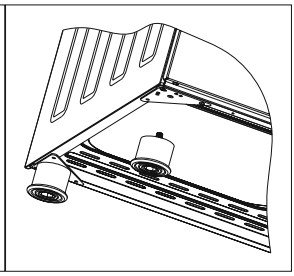

Figura 12
3. Se o seu fogão tem pés de plástico como na figura 12, pode regular a altura do seu fogão rodando-os no sentido dos ponteiros do relógio ou ao contrário.